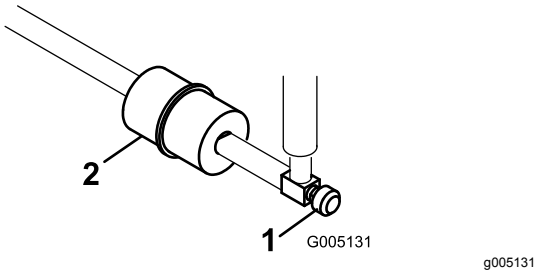

Figur 36
Det inbyggda bränslefiltret sitter i bränsleslangen mellan bränsletanken och förgasaren (Figur 36).
1. Stäng bränslekranen (Figur 36).
2. Placera ett avtappningskärl under filtret, lossa slangklämman på filtrets förgasarsida och ta bort bränsleledningen från filtret (Figur 36).
3. Lossa den andra slangklämman och ta bort filtret (Figur 36).